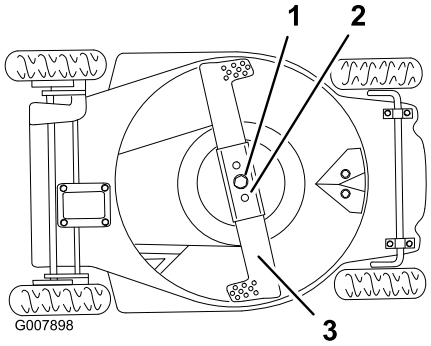

Figur 33
2. Vip plæneklipperen om på dens **venstre** side (Figur 33).
2. Fjern knivbolten, låseskiven, kniven og knivens stiver (Figur 33).